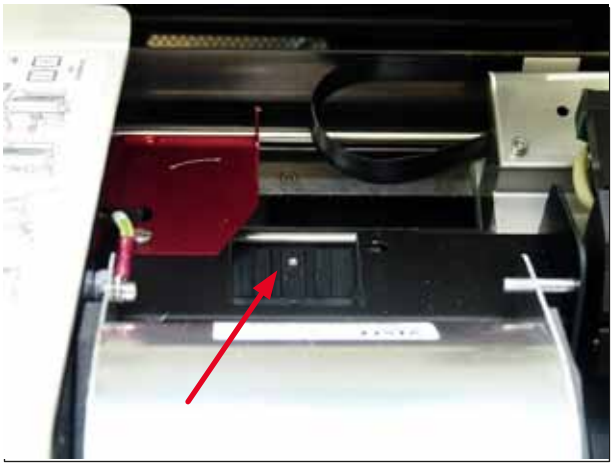

Fig. 51
- Tørrestationens sliske (→ "Fig. 51")
Slisken skal være ren (→ "Fig. 51").